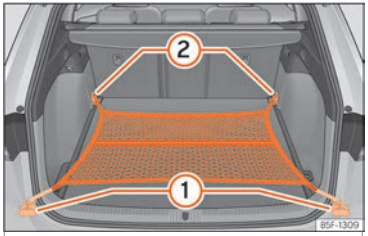

Fig. 132 Dans le coffre à bagages : sac pour filet accroché au niveau du plancher.
- Fixez les crochets du filet aux œillets d'arrimage ① et ② ››› fig. 132 ›››. La fermeture à glissière du sac doit rester vers le haut.